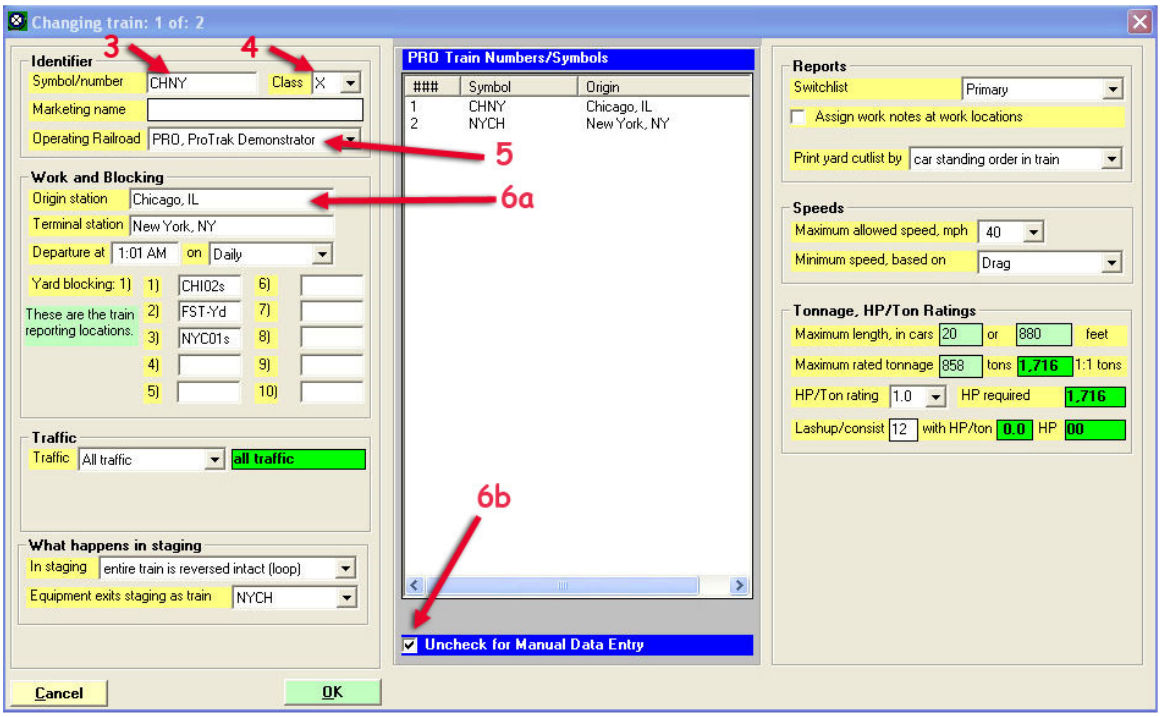

Figure 5-6
2. Double-click on the first train on the list (tt). You should see the window shown in Figure 5-6.